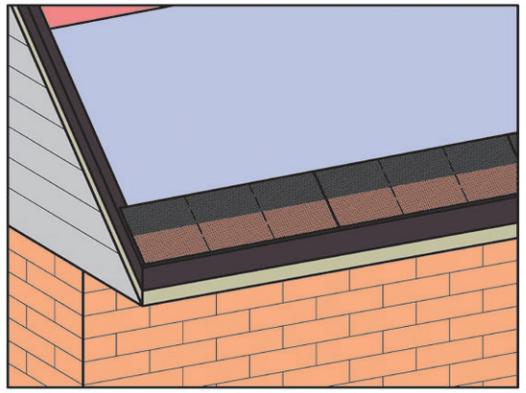

Рис. 16. Схема укладки карнизной черепицы на карнизе.
7.1.3 Карнизную черепицу монтировать встык, поверх карнизной планки на 10 мм выше её перегиба (рис. 16).